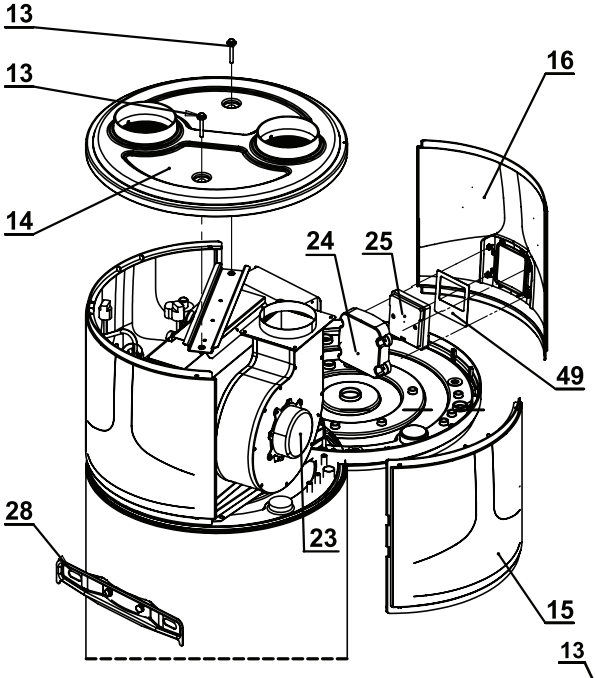

fig. 6
4. CARACTERÍSTICAS DE CONCEÇÃO (Fig. 6; 7; 8; 9)